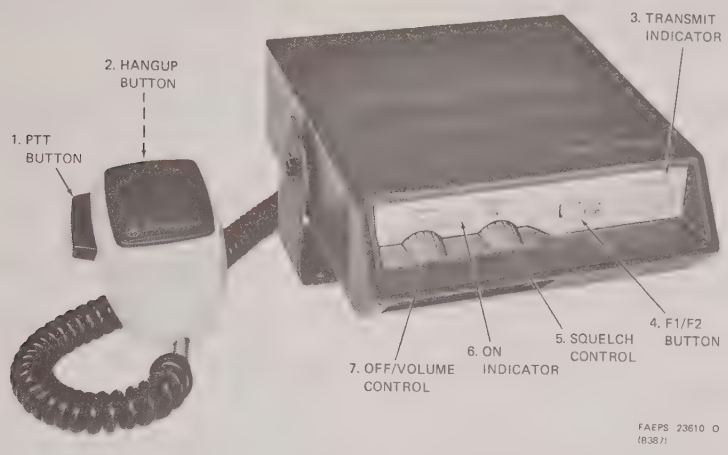

Figure 1. Operating Controls and Indicators
Refer to Figure 1. The on-off switch for the radio set is operated by the OFF-VOLUME control (7). To turn on the radio set, rotate the OFF-VOLUME control knob clockwise until a click is heard. The front panel lamp then turns on to illuminate the control labels and the green ON indicator (6).